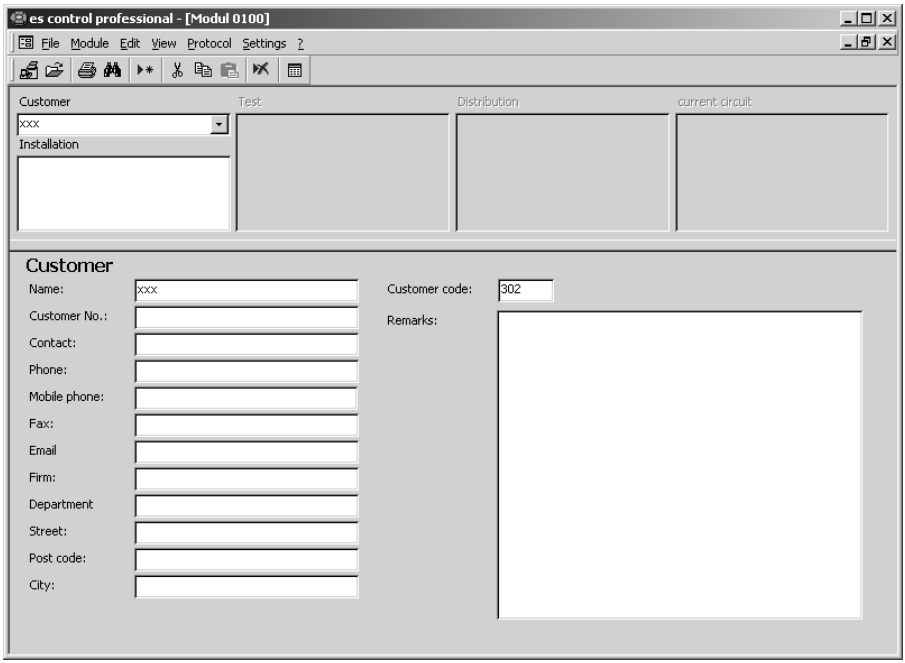

Figure 6.5 Add data record for customer
- Now create a new data record using the “Data record | Add” menu command, or use the context menu which can be accessed by clicking the right mouse key. The new data record for the customer is displayed as shown in Figure 6.5.